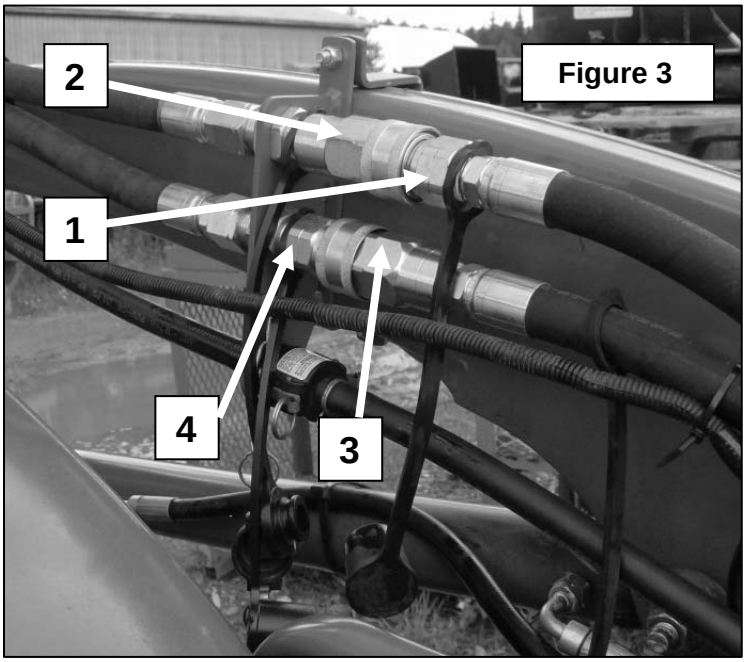

Figure 3
2. **Figure 3:** Connect the male coupler of the rotary broom hose (item 1) to female coupler of the hydraulic pump hose (item 2). Connect the female coupler of the rotary broom hose (item 3) to male coupler of the hydraulic pump hose (item 4).